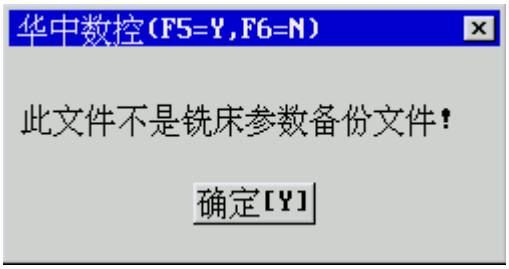

图 9.8.2 提示所选文件不是参数备份文件
(3) 按 5.1.1 节的步骤(4)~(8) 选择恢复文件的路径和文件名；
(4) 按 Enter 键，如果所选文件不是参数备份文件，弹出如图 9.8.2 所使对话框，否则从参数备份文件中装入参数。